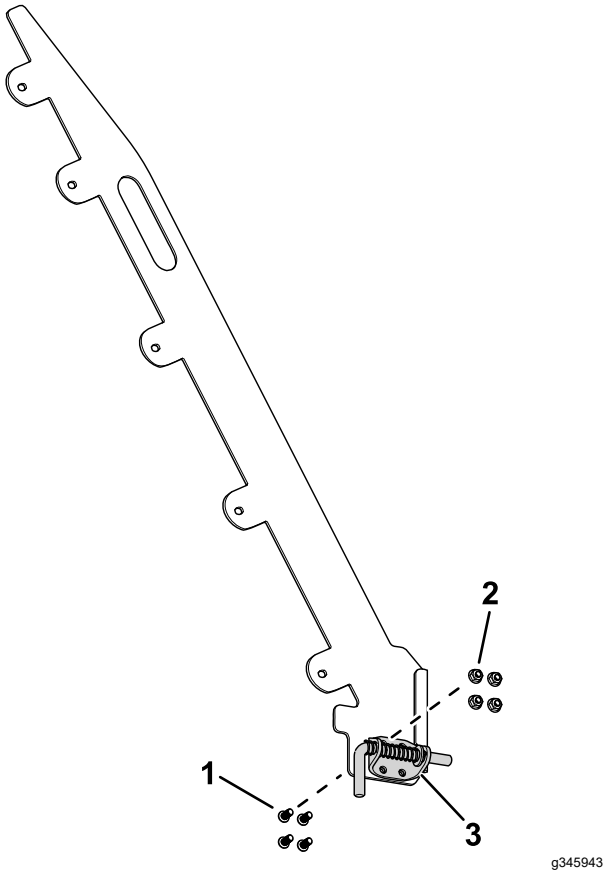

Rysunek 9
1. Użyj 4 śrub Torx i 4 nakrętek (5/16 cala), aby zamocować uchwyt z zasuwką sprężynową do listwy prowadzącej na zespole najazdu (Rysunek 9).